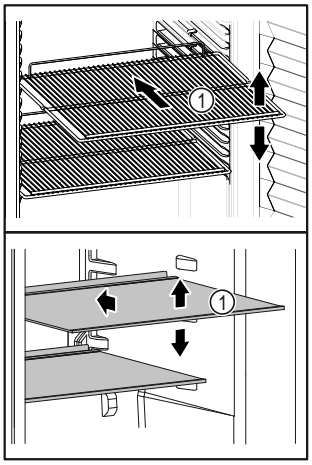

Fig. 18 Voorbeeld
- ❑ Als draagplateaus *Fig. 18 (1)* verstelbaar zijn, kunnen deze in de hoogte worden aangepast.